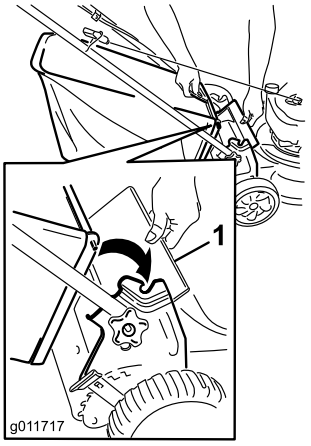

Figur 15
1. Løft den bageste deflektor op (Figur 15).
2. Sæt græsposehåndtaget ind i rillerne på håndtagsbeslagene (Figur 15).